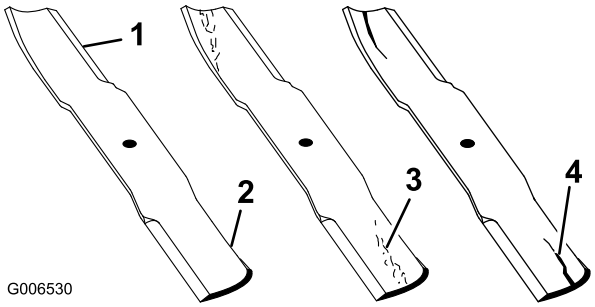

Figur 84
1. Undersøk kniveggene (Figur 84). Hvis kniven er sløv eller hvis det er hakk i den, må den tas av og knivene slipes. Se Slipe knivbladene (side 59).
2. Undersøk knivbladene, spesielt buen (Figur 84). Hvis du finner skader, slitasje eller ser at det begynner å dannes spor i denne delen av kniven (Figur 84), må den skiftes ut øyeblikkelig.